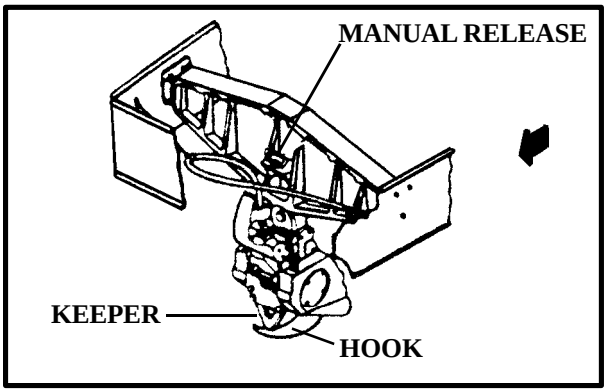

*Figure 2-14. H-47 Center Cargo Hook*
**(2)** The center cargo hook maximum capacity is 26,000 pounds and is attached to an I-beam mounted in an opening in the floor (Figure 2-14). The aircrew can open the cargo hook electrically or manually. The manual release is not accessible to the ground crew; therefore, the ground crew must manually depress the spring-loaded keeper and remove the apex fitting from the cargo hook.